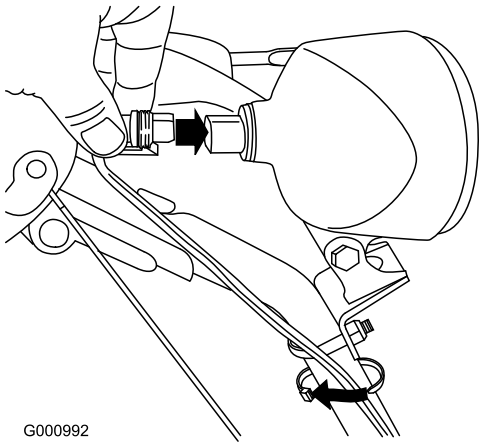

Figur 55
6. Skjut in kabelkontakten rakt in i strålkastarens baksida tills den sitter fast ordentligt (Figur 55).